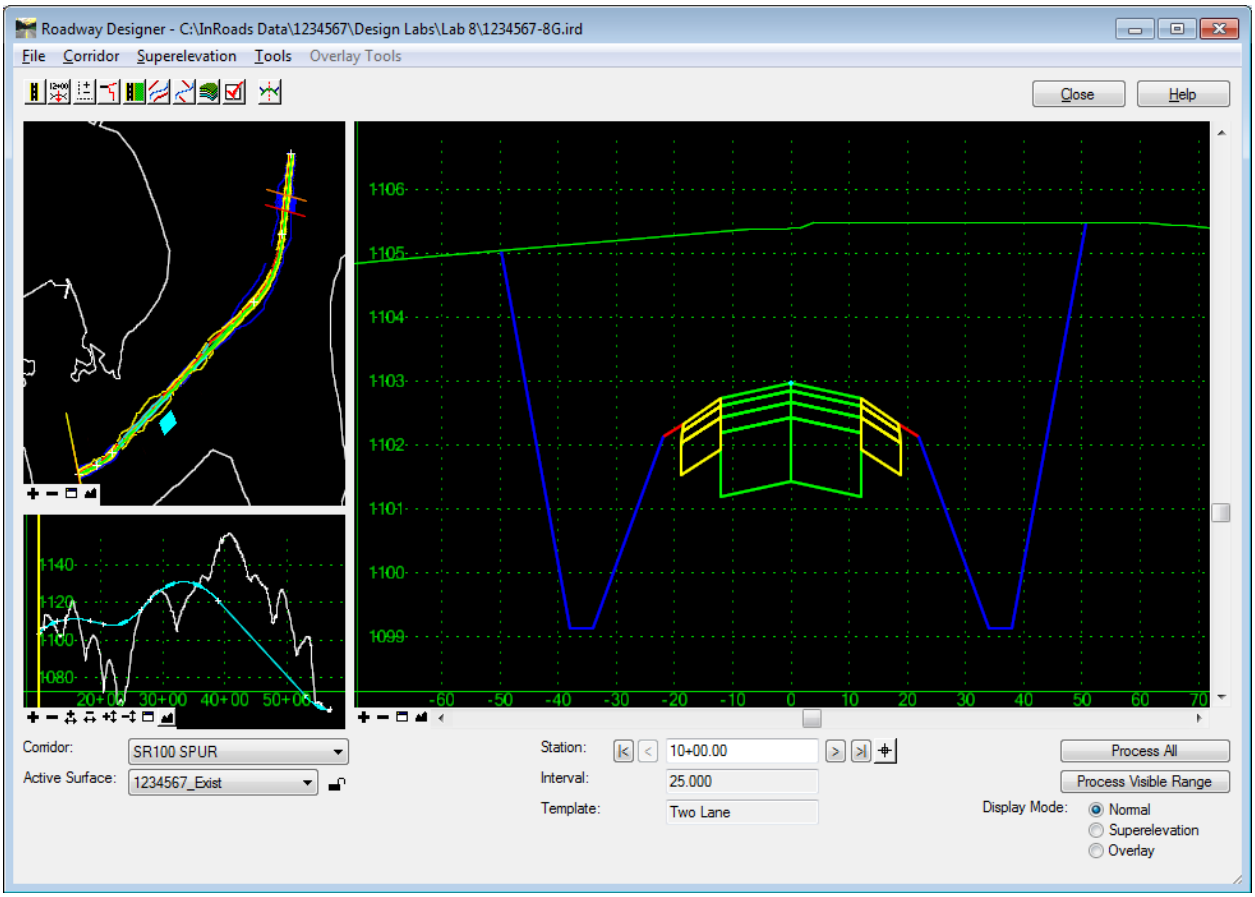

Figure L8-54 Roadway Designer
- The **Roadway Designer** should look similar to that shown in *Figure L8-54*.